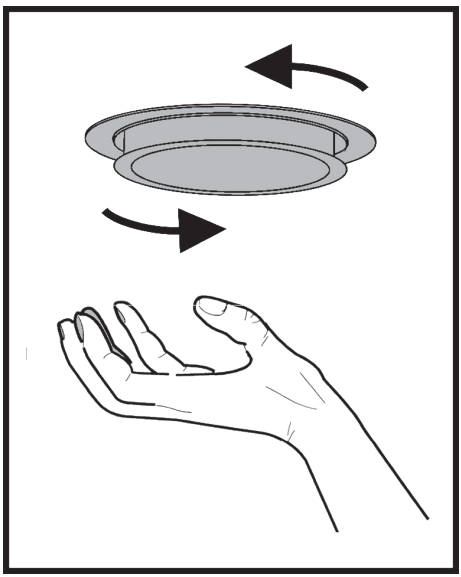

Рис. 7
7.12 На вытяжке установлены **LED** лампы подсветки рабочей зоны плиты. Перед началом замены ламп освещения необходимо отключить вытяжку от электросети, дать возможность лампам остыть. Для замены лампы необходимо снять алюминиевый фильтр, отжать держатель патрона так, чтобы лампа вышла из корпуса вытяжки и повернуть ее против часовой стрелки **(рис.7)**. Вместо нее необходимо установить новую с теми же характеристиками и установить фильтр.